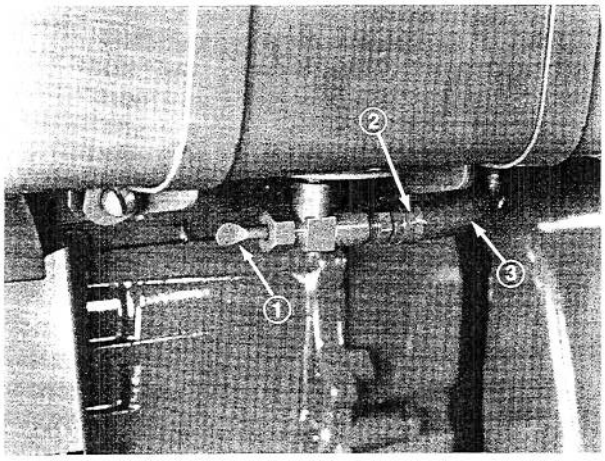

Figure 25
1. Close fuel shut off valve located under engine (Fig. 25).
3. Loosen hose clamps securing fuel line to valve and slide line off valve (Fig. 25).